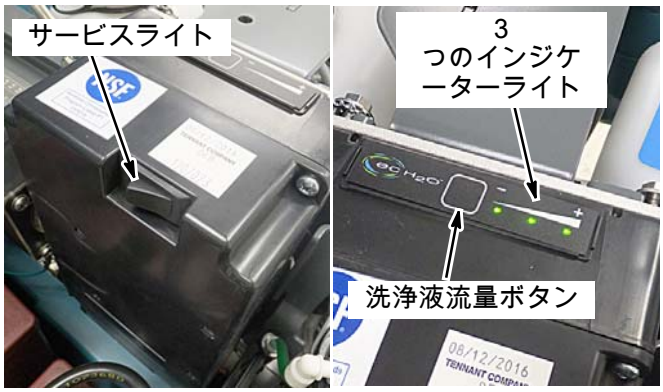

図 142
サービススイッチを放すと、3個のフローインジケータライトが（波状に）前後に点滅し始めます（図142）。
c. サービススイッチを放してから5秒以内に、インジケーターライトが前後に揺れ動いている間に、素早く、ec-H2O モジュール上の洗剤流量ボタンを押して放します（図142）。